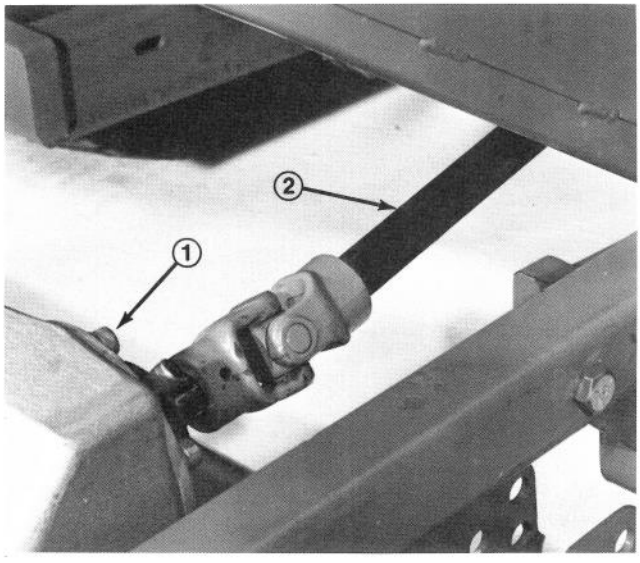
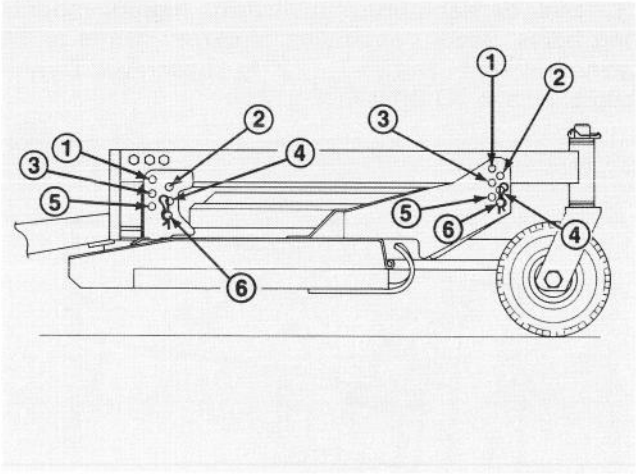

Figure 22
Figure 24
2. Stop engine, remove clevis pins and hairpins from forward and rear height-of-cut brackets (Fig.24), install cutting unit under carrier frame, align gearcase input shaft with PTO shaft and install shaft (Fig. 22).
4. Install clevis pins through desired height-of-cut bracket holes and frame to secure cutting unit to frame (Fig. 24). Secure all four pins with hairpins.
The height-of-cut is adjustable from 1 to 3-1/2 inches (25 to 89 mm) in 1/2 inch (13 mm) increments by relocating four clevis pins in different hole locations in brackets at each corner of the cutting unit (Fig. 24).